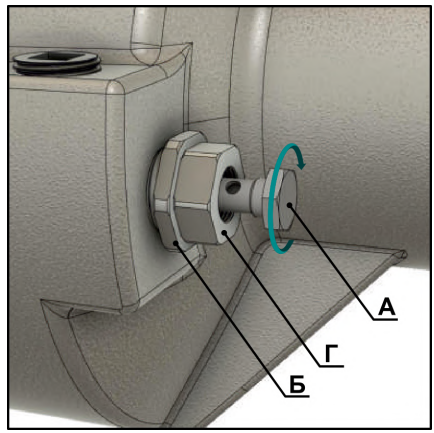

Рис. 23
3.23 Вкрутите фитинговый болт «**А**» в шток пневмоцилиндра. (**Рис. 23**)